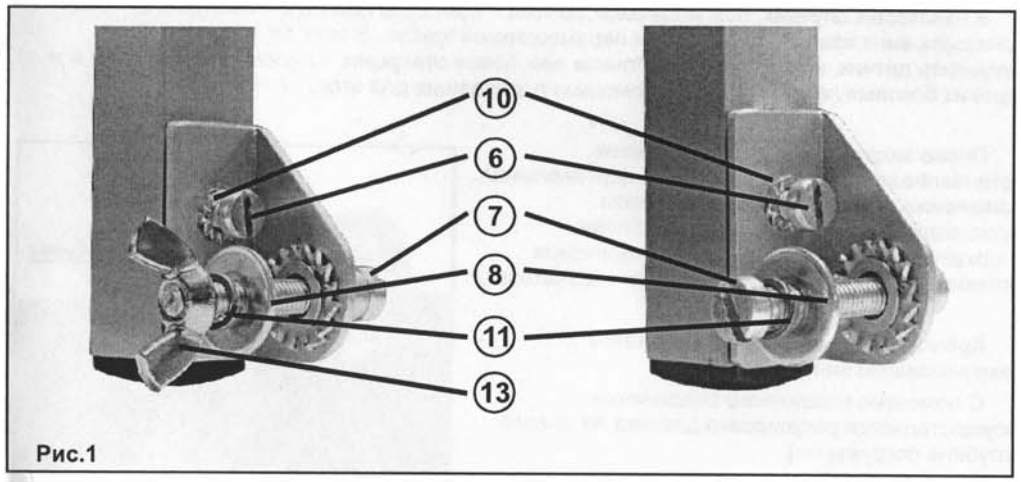

Рис.1
1. Датчик эхолота крепится с помощью алюминиевой насадки (4) (рис.1)